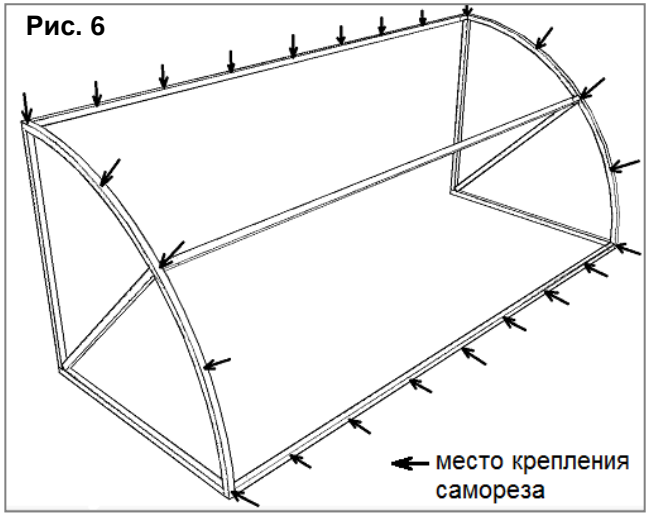

Рис. 6
5.3.1. От листа сотового поликарбоната отрежьте две части размерами 1340x2100 мм и 1280x2030 мм как показано на рисунке 4. Поликарбонат размером 1340x2100 мм используйте для покрытия каркаса из больших торцов, а поликарбонат размером 1280x2030 мм для каркаса из малых торцов. Поликарбонат крепится саморезами 4,2x19 мм согласно просверленных отверстий (рис. 6).